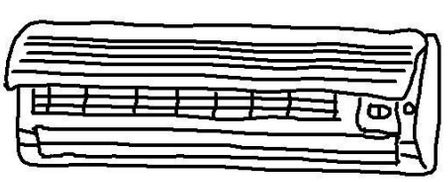

Рис. 4
1. Откройте переднюю панель.（Рис.4）